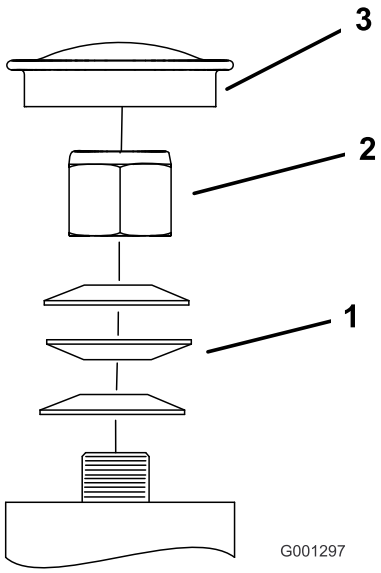

Figura 50
3. Retire el tapón anti-polvo de la rueda giratoria y apriete la contratuerca (Figura 50).
4. Apriete la contratuerca hasta que las arandelas de muelle estén planas, luego afloje 1/4 de vuelta para establecer la pre-carga correcta de los cojinetes (Figura 50).
Importante: Asegúrese de que las arandelas de muelle están correctamente instaladas, según muestra Figura 50.
5. Coloque el tapón anti-polvo (Figura 50).